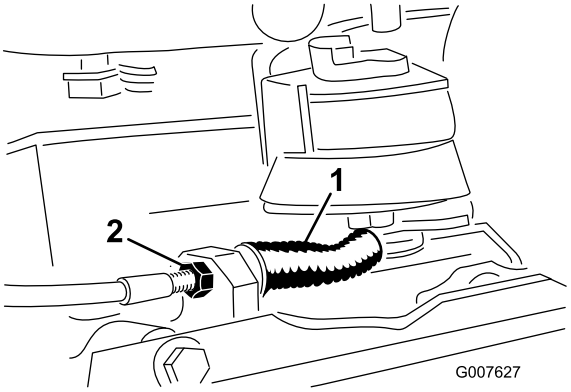

Figur 33
- Du reduserer kabelspenningen ved å løsne den fremre kabellåsemutteren og stramme den bakre låsemutteren (Figur 33). Gjenta trinn 1 og 2, og juster på nytt om nødvendig.
- Du øker kabelspenningen ved å stramme den fremre kabellåsemutteren og løsne den bakre låsemutteren (Figur 33). Gjenta trinn 1 og 2, og juster på nytt om nødvendig.